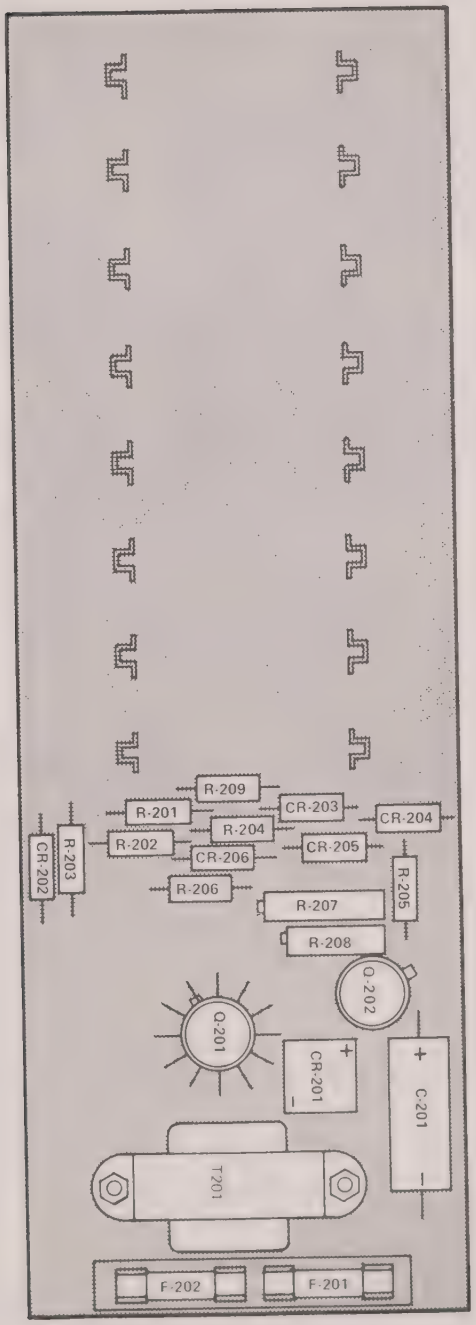

FIGURE 6-2 POWER SUPPLY BOARD - PLAN VIEW
4. Adjust resistor R-207 on power supply board (Fig. 6-2) until voltage on meter reads 1.250 ±.001 volt.